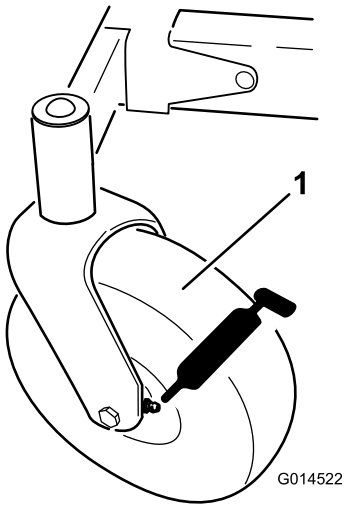
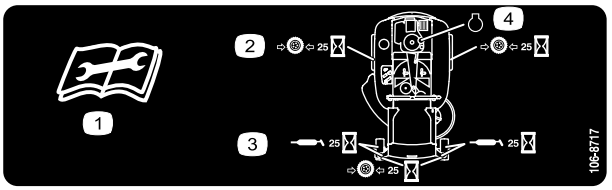

Figur 28
Figur 29
3. Rengør smøreniplerne med en klud (Figur 28 og Figur 29). Sørg for at skrabe eventuel maling af niplens/niplernes forside.
4. Monter en fedtpistol på hver nippel (Figur 28 og Figur 29). Pump fedt ind i delene, indtil der begynder at løbe fedt ud af lejerne.